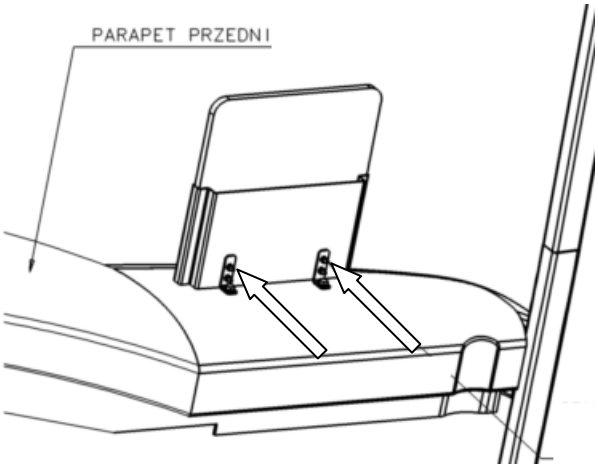

Rys. 6. Dostęp do przedniej tablicy numerycznej – wskazane śruby i wkręty mocujące.
- dostęp do przedniej tablicy numerycznej uzsykuje się także od wewnątrz autobusu, po odkręceniu śrub i wkrętów mocujących (Rys. 6)